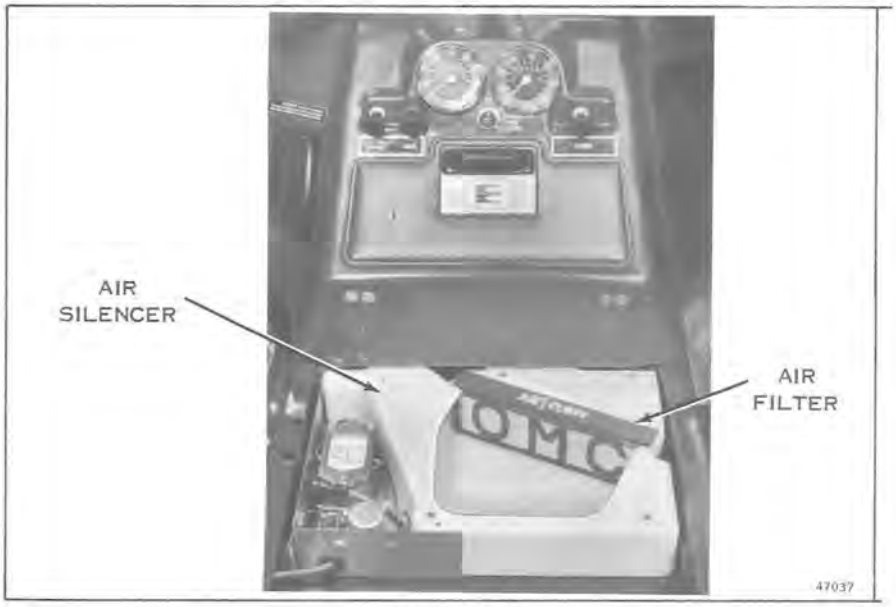

Figure 6-2
b. Remove air silencer cover and filter element. See Figure 6-2.